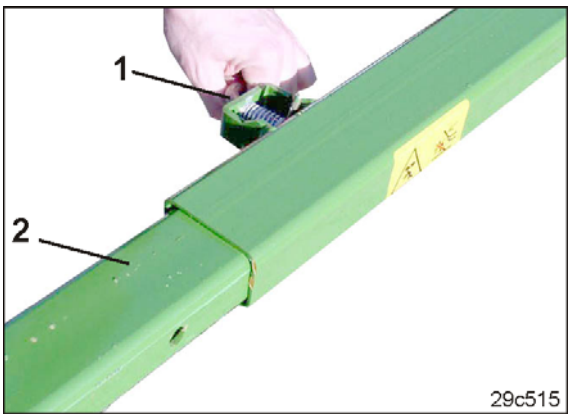

Fig. 126
4. Den federbelasteten Bolzen (Fig. 126/1) ziehen, zur Seite schwenken und arretieren.
5. Das Auslegerrohr (Fig. 126/2) bis zur ersten oder zweiten Bohrung herausziehen.
Stellung des Auslegerrohres (Fig. 126/2):
6. Das Auslegerrohr (Fig. 126/2) mit dem federbelasteten Bolzen (Fig. 126/1) sichern.